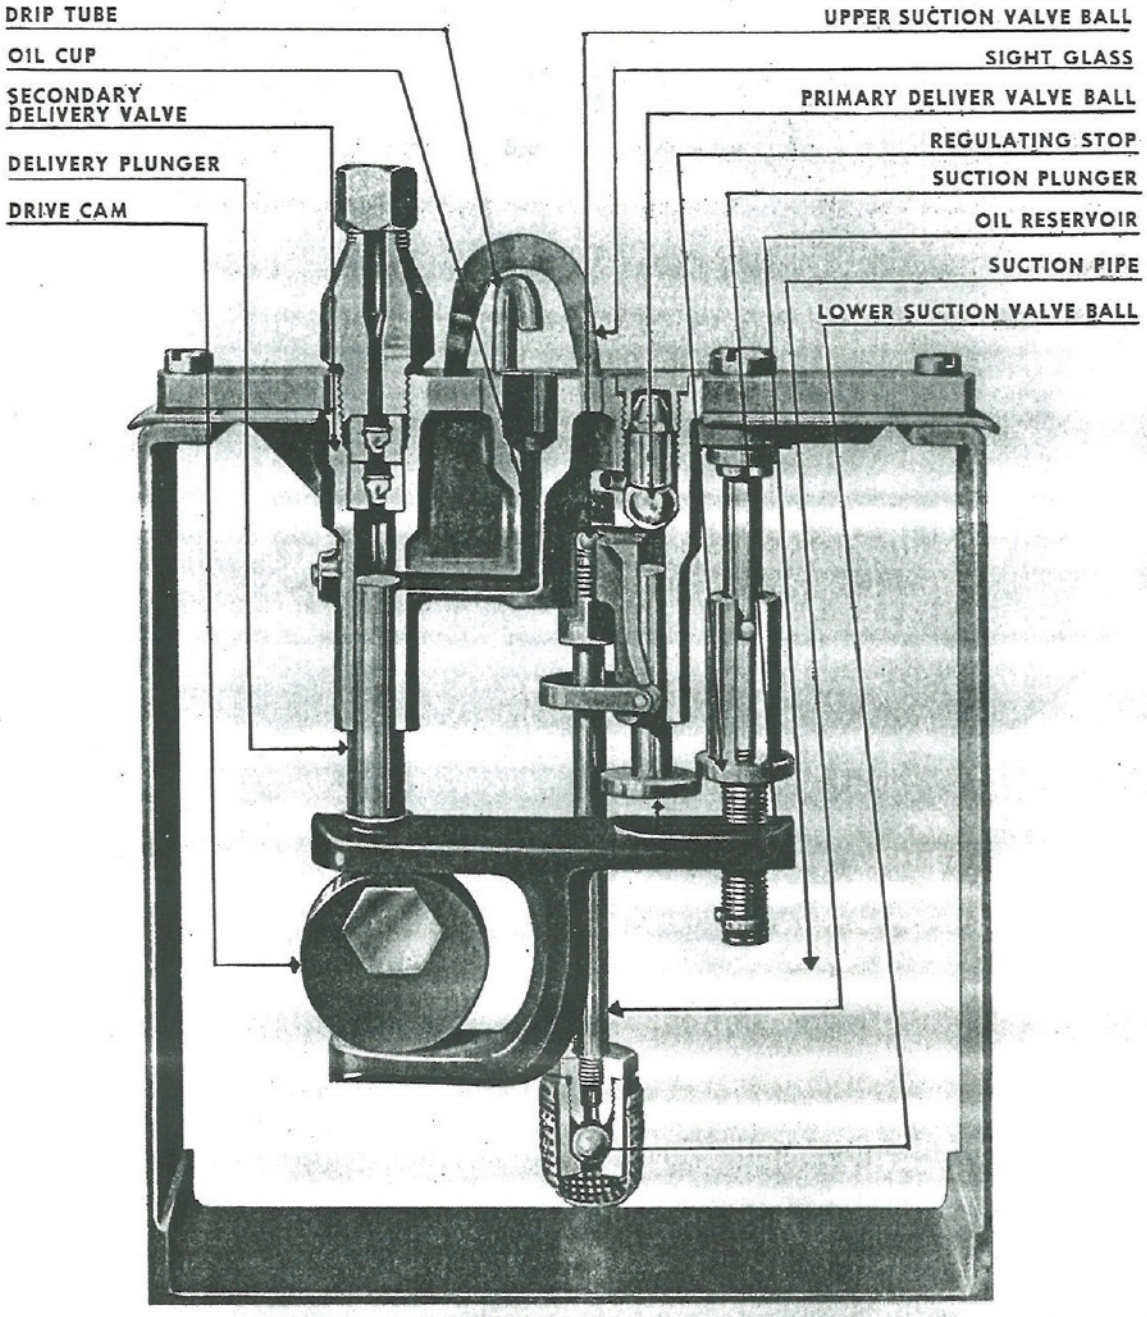

Fig. 19. Cylinder Oiler Pumping Unit
c. In Fig. 19 a cross section of the oiler is shown to illustrate one pump. The pump is composed of two plungers, three ball-type valves, and a regulator to control the amount of oil forced to the cylinders. The drive cam or eccentric, which is secured on the six-sided shaft, revolves. As it turns, this cam either pushes or pulls the crosshead up or down, according to the same principle of cam operation as explained in par. 61. The up and down motion of the crosshead operates two pumping plungers.
(1) On the right side of the illustration in Fig. 19 the primary, or suction plunger is shown. As the crosshead moves upward, it forces this plunger upward. The plunger in turn forces the oil ahead of it. This pressure unseats the primary delivery valve ball and permits the oil under pressure to enter into a passageway and drop out of the drip tube which is underneath the sight glass. As the crosshead moves down, it pulls down the plunger. The primary delivery valve ball seats, and as the plunger travels downward a vacuum is created which pulls the upper suction valve ball on the top of the suction pipe off its seat. This vacuum suction draws oil up this pipe. At the same time it pulls up the lower suction valve ball at the bottom of the suction pipe to prevent the oil from escaping. The oil drawn in by suction fills the chamber ahead of the plunger where it is ready for the next upward stroke of the plunger. When the chamber is filled, the vacuum is eliminated and the pressure of the oil seats the upper suction valve ball.